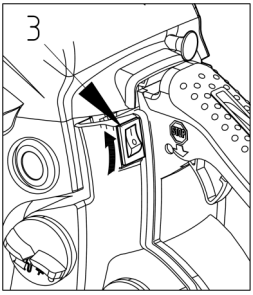

Рис. 6.2
4. Установите выключатель двигателя (рис. 6.2 поз. 3) в положение “I”.